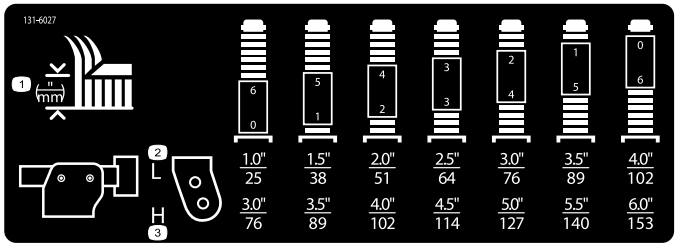

Figur 22
3. Placera svänghjulsaxlarna i samma hål i alla hjulgafflar. Ta hjälp av tabellen för att se vilka hål som är rätt för klipphöjdsinställningen (Figur 22).